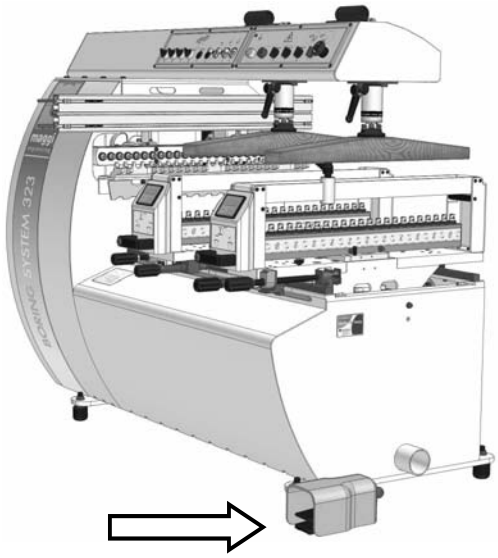
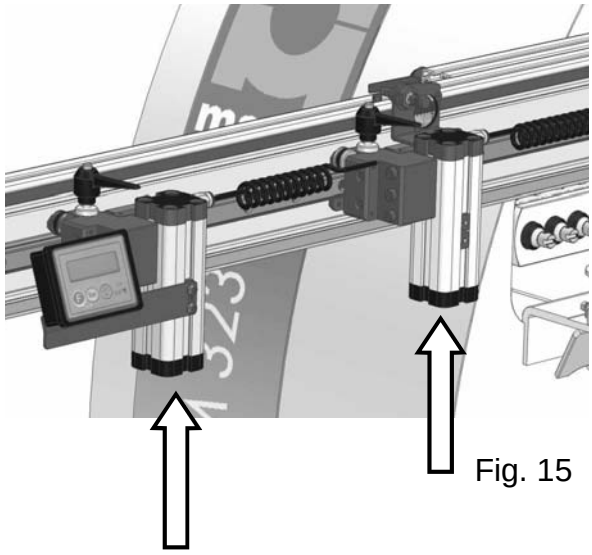

Fig. 2
Fig. 15
- 2) Pneumatic pedal (see fig. 2)
- 15) Rack leaf locking handle (see fig. 15)
7. To select the fall of frontal stop, first of all unscrew the locking handle (see fig. 15), then adjust their position reading the measure on the graduated scale place on the metric bar (see fig. 18). A supplementary reference stop placed on the lath table can be used to obtain an improved stability of the working piece, as shown in fig. 2. This supplementary stop is used especially when you have to drill large panels.
9. Press the pneumatic pedal (see fig. 2) and keep it pressed until the end of the drill, then release it the clamps come back to the rest position and the motors stop.
- Press the pneumatic pedal (see fig. 2).
The starting device consists of the pedal (fig. 2) which is used to start and to stop working.